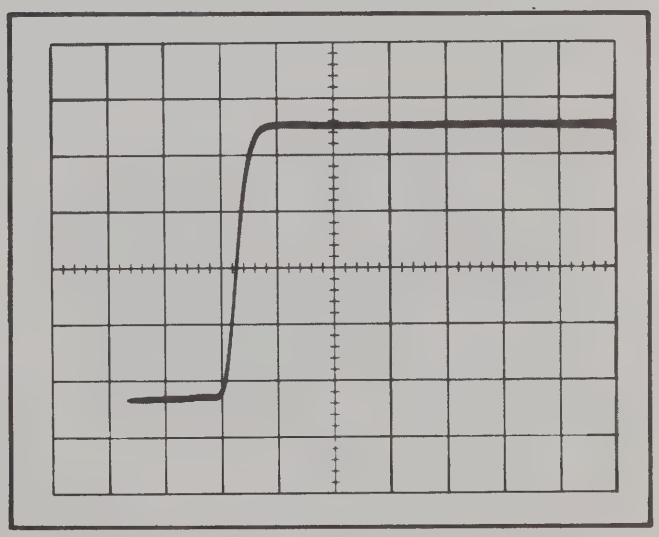

Fig. 5-7. Typical CRT display showing correct high-frequency compensation.
d. CHECK—CRT display for ±0.15 division or less overshoot, rounding, ringing or tilt (see Fig. 5-7).
g. CHECK—CRT display for ±0.15 division or less overshoot, rounding, ringing or tilt (see Fig. 5-7).